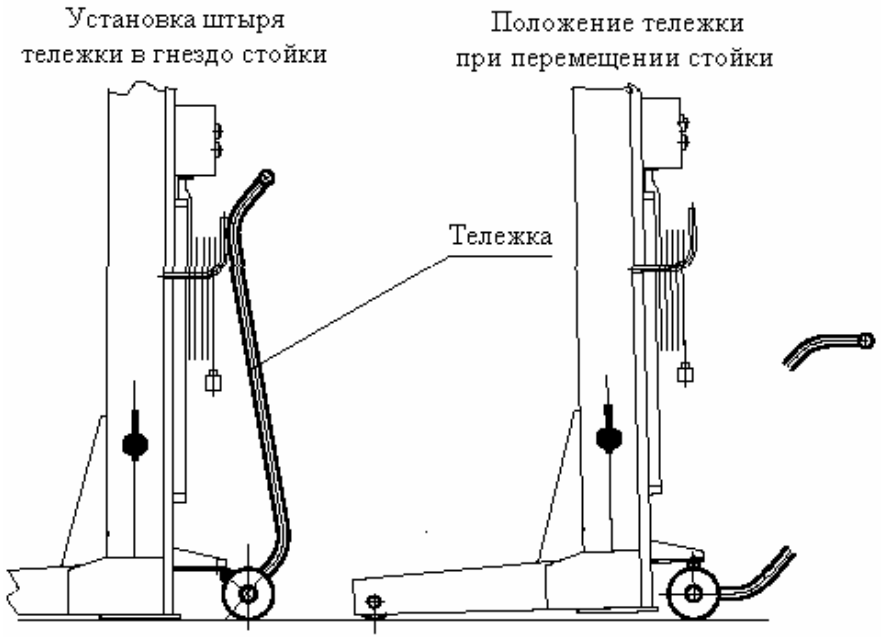

Рис. 5. Перемещение стойки при помощи тележки
7.1.1. При помощи тележки подкатить каждую стойку подъемника подхватами под колеса автомобиля. Для перемещения стойки подкатить тележку к стойке и, зацепив ее, приподнять (см.Рис.5). Убрать тележку.